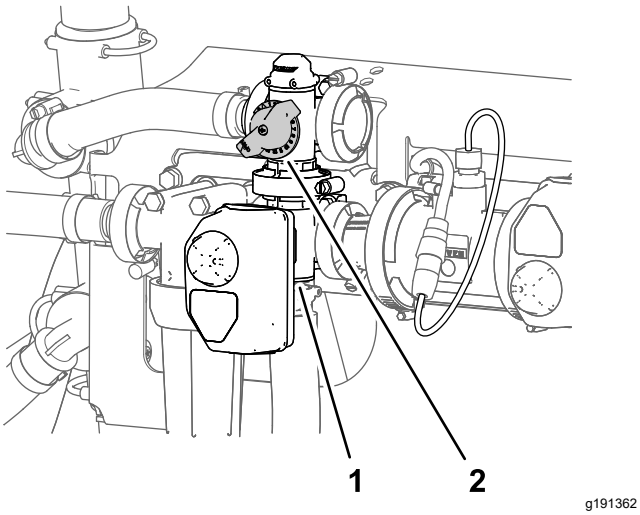

Figur 34
11. Justera omrörningsöverströmningsventilen (Figur 34) på baksidan av omrörningsventilen tills mätaren för spridarens systemtryck visar 6,89 bar.